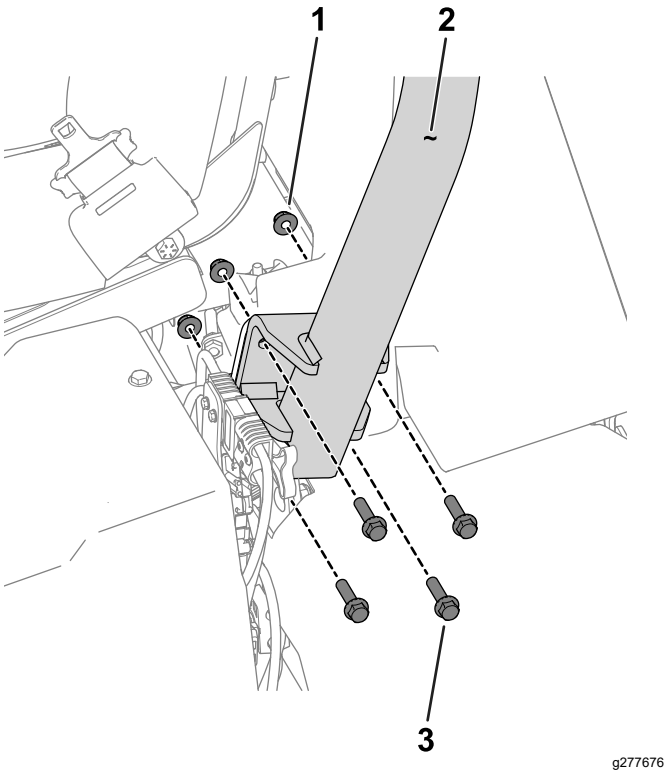

Bild 3
3. Verwenden Sie 8 Sechskantschrauben (⅜ x 1½") und 8 Muttern (⅜"), um den Überrollbügel an den Überrollbügelhalterungen auf jeder Seite der Maschine zu befestigen (Bild 3).